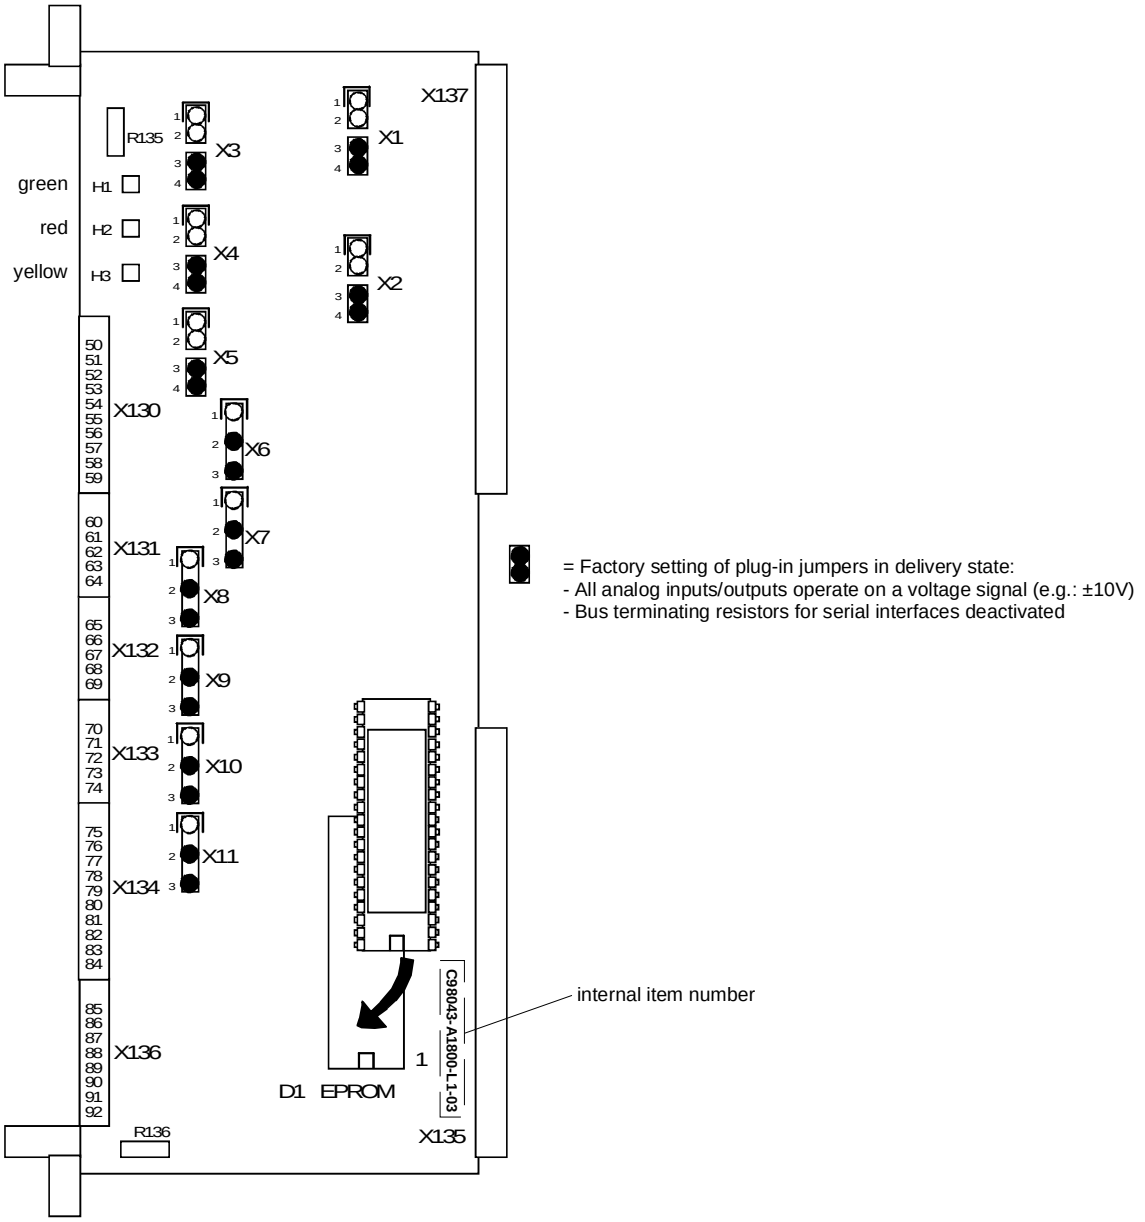

Fig. 3.2 Control terminals and actuators on T100 board
The T100 has three diagnosis LEDs which display the following operational states (see Fig. 3.2):
Insert software module (EPROM) correctly in location D1 on the technology board (note recess or marking of pin 1, see Fig. 3.2). Then make sure that all pins are inserted correctly.
Conductors with cross-sections of between 0.14 mm^2 and 1.5 mm^2 (AWG: 26 to 16), or 1 mm^2 (AWG: 18) finely stranded with ferrules, can be connected to the terminals (recommend-ed: 0.5 mm^2 (AWG: 20)). The connectors can be identified by the terminal numbers (Table 3.1), the connector position on the board is shown in Fig. 3.2.
3.4 Adjusting elements on technology board (see Fig. 3.2)